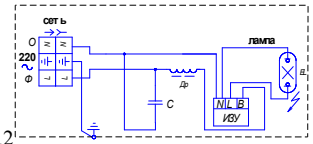

Рис.2
8.1 Подвесить светильник за узел подвеса (1), установить отражатель (2) на скобу корпуса светильника, при этом винт на отражателе вывернуть на ¾, завести отражатель под скобу и закрепить винтом (4); расстегнуть защелки светильника и снять стенку; пропустить кабели через уплотнительные ниппели и подключить к розетке штепсельного разъема (3) согласно схемы (рис.2); установить стенку в исходное положение, ввернуть лампу.